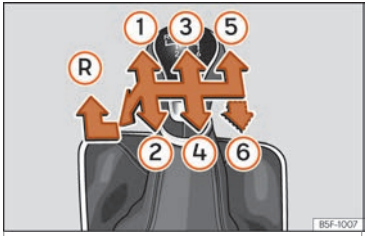

Fig. 160 Gear shift pattern of a 5 or 6-speed manual gearbox.
The position of the gears is indicated on the gearbox lever ››› Fig. 160.
- With the gearbox lever in neutral, push it downwards, move it to the left as far as it will go and then forwards to select reverse ››› Fig. 160 Ⓡ.